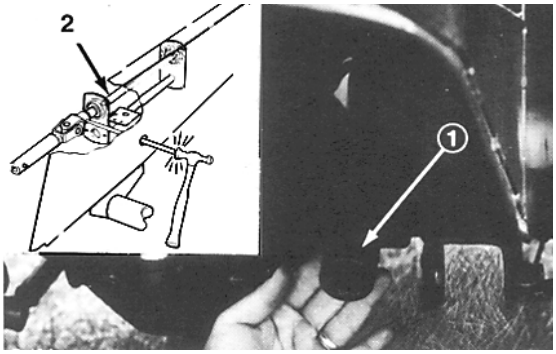

Afbeelding 11
2. Verwijder de (5) wielmoeren en schuif het wiel van de as om toegang te krijgen tot de zijkant van het chassis (Afb. 11).
3. Draai de aftakas rond om het gat in de aftakas uit te lijnen met het gat in het chassis (Afb. 11).
4. Sla de pin met behulp van een drevel en een hameruit de aftakas en de uitgaande as door het toegangsgat in het chassis (Afb. 11).
6. Zet het wiel weer terug met de (5) wielmoeren die u eerder verwijderd hebt. Haal de moeren aan met een moment van 80–109 kPa.